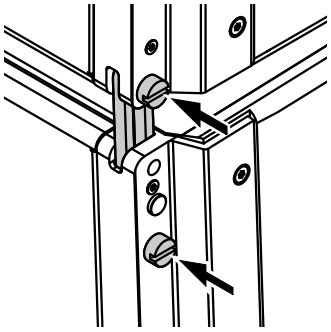

Abb. 4: SUB zu SUB, 2.5° Splay-Winkel, gesperrt
4. SUB zu SUB mit 2.5° Splay-Winkel (gesperrt) zwischen den Lautsprechern (⇒ Abb. 4).